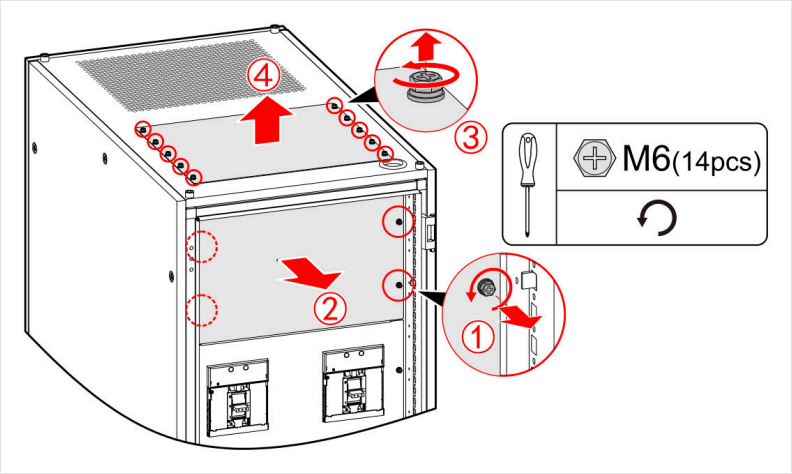

FIGURE 4-43 Remove the top and front wiring cover plates (M6 × 14)
2. Check again that the input, output and bypass switches are OFF. Remove the top wiring cover plate and the front wiring cover plate (M6, 14 pieces) (Figure 4-43).